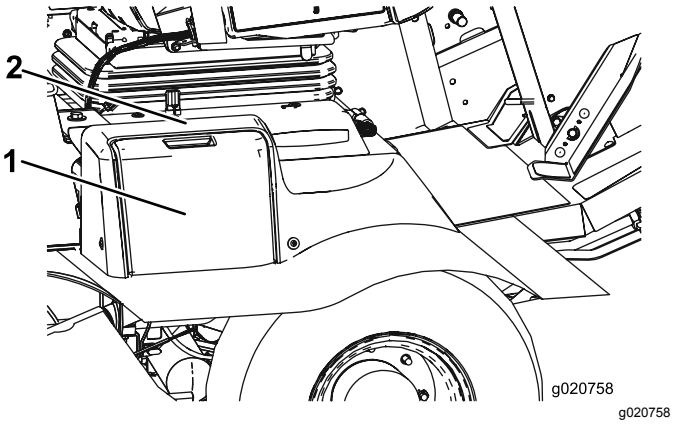

Figuur 85
1. Open het accudeksel aan de zijkant van het scherm (Figuur 85).
Opmerking: Druk op het vlakke deel boven het accudeksel om het deksel gemakkelijker te kunnen wegnemen (Figuur 85).